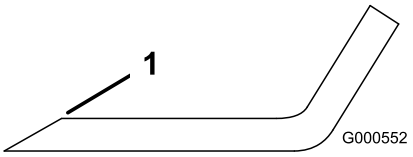
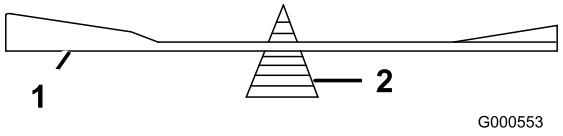

Figur 55
Figur 56
1. Slipa eggarna i båda ändar av kniven med en fil (Figur 55). Behåll ursprungsvinkeln. Kniven behåller balanseringen om samma mängd material avlägsnas från båda eggarna.
2. Kontrollera knivens balans med en knivbalanserare (Figur 56). Om kniven stannar kvar i ett horisontellt läge är den i balans och kan användas. Om kniven inte är balanserad kan du fila bort lite metall från knivens segeldel (Figur 55). Upprepa proceduren tills kniven är balanserad.